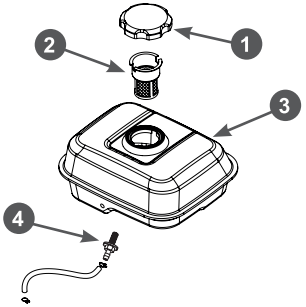

Рис. 29. Топливные фильтры
В топливном баке установлены два сетчатых топливных фильтра. Один фильтр устанавливается в заливной горловине топливного бака. Второй фильтр конструктивно объединен со штуцером топливного бака и установлен внутри бака (Рис. 29).
Топливный фильтр 2, установленный в горловине бака, проверяйте при каждой заправке бака топливом (Рис. 29). При необходимости вынимайте сетчатый фильтр из бака и производите его очистку. Регулярно проверяйте целостность сетчатого фильтра, при обнаружении механических повреждений замените сетчатый фильтр.
Каждые 300 часов работы или один раз в год в зависимости от того, что наступит раньше, необходимо производить очистку топливного бака от грязи и конденсата. Перед этим рекомендуется полностью выработать топливо. Одновременно с очисткой топливного бака необходимо проверять и очищать фильтр 4, установленный внутри бака (Рис. 29). Поврежденный или сильно загрязненный фильтр необходимо заменить.
3. Выкрутите из топливного бака выходной штуцер 4 и произведите его очистку (Рис. 29). Внимательно осмотрите сетчатый фильтр. При обнаружении механических повреждений замените штуцер топливного бака.